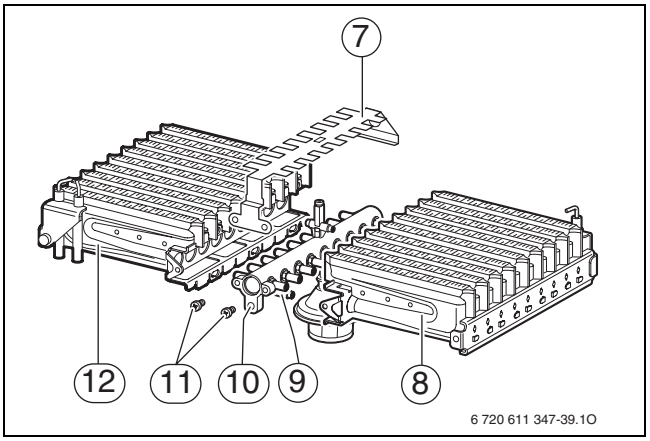

Fig. 39
- Rimuovere le viti (11) (→ fig. 39).
- Togliere il lamierino spargifiamma (7).
- Rimuovere le viti dai punti di fissaggio (9). Togliere la parte sinistra (12) e la parte destra (8) del bruciatore dalla rampa ugelli (10).